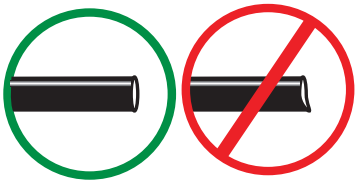

*fig. 10*
*Use the included hose cutter (Part number: 10530). Cut all hose ends as squarely and as smooth as possible (fig. 10).*